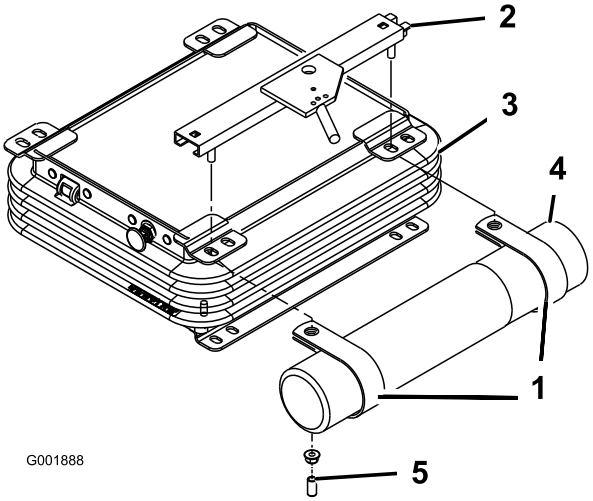

Figuur 7
2. Verwijder de 2 moeren en de vinyldoppen (indien gemonteerd), waarmee de bovenste stoelbeugel is bevestigd aan de linkerkant van de stoelophanging (Figuur 7).
3. Bevestig de R-klemmen losjes op de tapbouten van de stoelbeugel met de twee moeren die u eerder hebt verwijderd. (Figuur 7).
4. Plaats de koker in de R-klemmen en draai de moeren vast (Figuur 7).